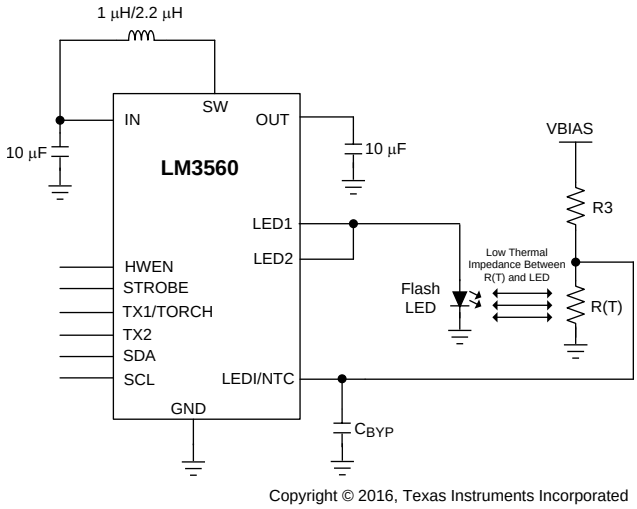

Figure 42. Typical Application Circuit With Thermistor
Programming bit [4] of Configuration register 1 with a 1 selects NTC mode and makes the LEDI/NTC pin a comparator input for flash LED thermal sensing. Figure 42 shows the LM3560 using the NTC thermistor circuit. The thermal sensor resistor divider is composed of R3 and R(T), where R(T) is the negative temperature coefficient thermistor, V_{BIAS} is the bias voltage for the resistive divider, and R3 is used to linearize the response of the NTC around the NTC comparators trip point. C_{BYP} is used to filter noise at the NTC input.
6. The NTC thermistor is intended to have its return path connected to the LEDs cathode. This allows the thermistor resistive divider voltage (V_{NTC}) to trip the comparators threshold as V_{NTC} is falling. Additionally, the thermistor-to-LED cathode junction should be connected as close as possible in order to reduce the thermal impedance from the LED and the thermistor. The drawback is that the thermistor's return detects the switching currents from the boost converter of the device. Because of this, it is necessary to have a filter capacitor at the NTC pin which terminates close to the GND of the LM3560 (see C_{BYP} in *Figure 42*).